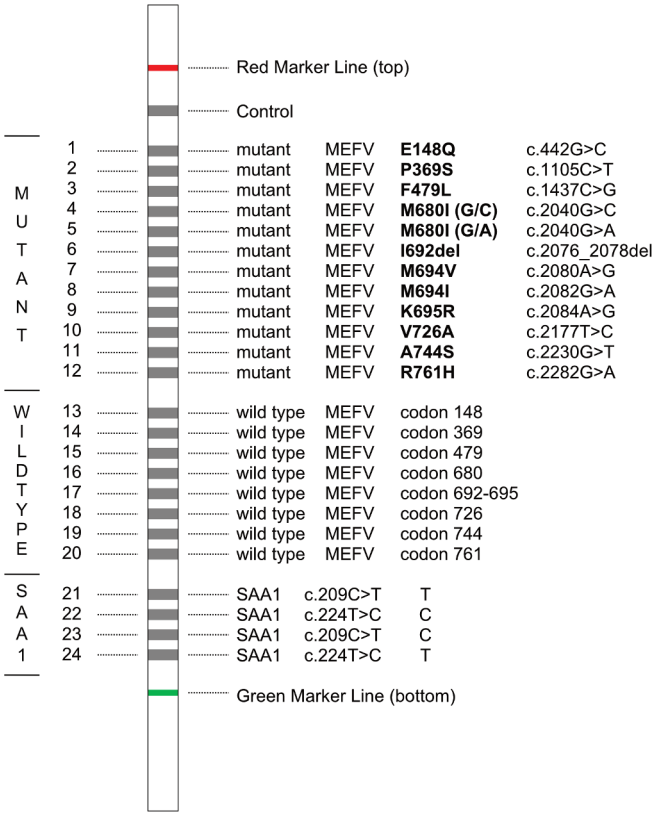

Fig. 1: Teststrip Design
The FMF-SAA1 StripAssay® is based on polymerase chain reaction (PCR) and reverse-hybridization. The procedure includes three steps: (1) DNA isolation, (2) PCR amplification using biotinylated primers, (3) hybridization of amplification products to a Teststrip containing allele-specific oligonucleotide probes immobilized as an array of parallel lines (Fig. 1). Bound biotinylated sequences are detected using streptavidin-alkaline phosphatase and color substrates.